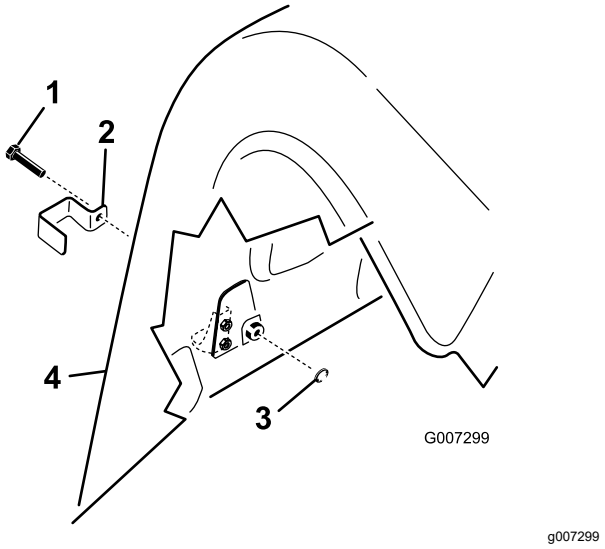

**Figuur 18**
1. Op de ProCore 864: gebruik een tapbout (4 in totaal) om een vergrendelbeugel te monteren op de onderste en bovenste motorkapvergrendelingen, links en rechts achteraan; zie Figuur 18.
onderste motorkapvergrendelingen achteraan en op de bovenste motorkapvergrendeling aan de buitenzijde, en dit zowel op de rechter als de linker achterkap; zie Figuur 18).
3. Gebruik een tang of een verstelbare steeksleutel en draai een interne borgring op elke bout (1 tot 2 schroefdraden) om de vergrendeling te bevestigen (Figuur 18).